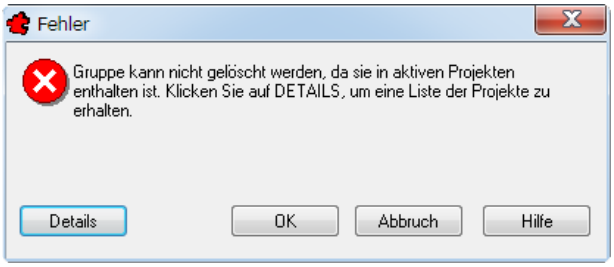

Bild 32.9 – Referenzstandard löschen nicht möglich
- Wenn Sie bestätigen, so wird geprüft, ob der Referenzstandard mit Projekten auf diesem Rechner verwendet wird. Falls ja, erscheint eine Fehlermeldung nach Bild 32.9.